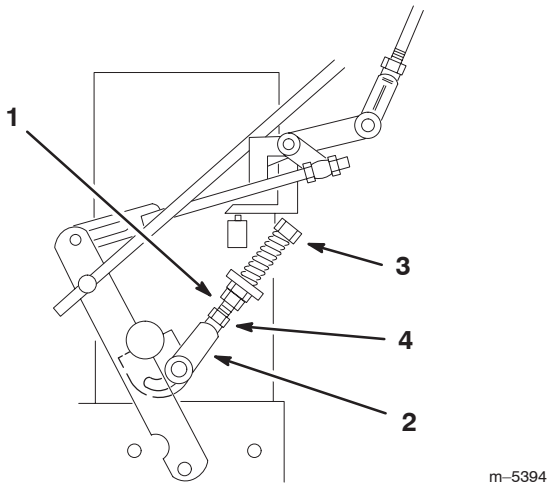

Figure 49
8. If the wheel turns while holding the drive lever in neutral, the neutral control linkages need to be adjusted (Fig. 49). If wheel stops then go to step 12.
9. Loosen the nut against the neutral control linkage yoke (Fig. 49).
10. Adjust the neutral control linkage until the respective drive wheel stops while the drive lever is pulled against the neutral spring (neutral position) (Fig. 49).
11. Turn the adjusting bolt approximately 1/4 turn clockwise if the wheel is turning in reverse or turn the bolt approximately 1/4 turn counter–clockwise if the wheel is turning forward (Fig. 49).